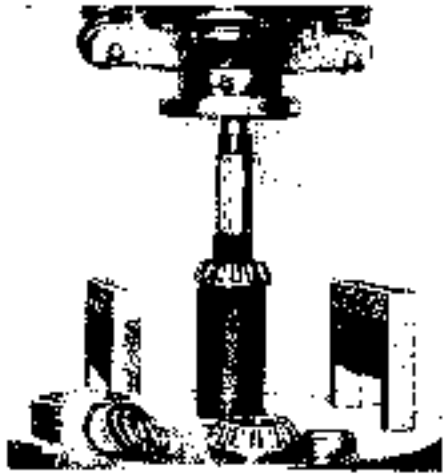

Fig. 52
8. Using a hand press, press off the rear inner race of the taper roller bearing from the pinion (see Fig. 52).